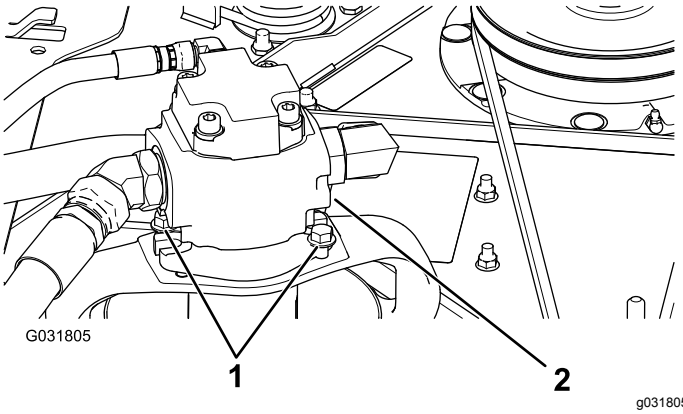

Figur 128
5. Avlägsna de skruvar som fäster hydraulmotorn på klippdäcket (Figur 128).
3. Avlägsna de bultar som fäster hydraulmotorn på klippdäcket (Figur 128).